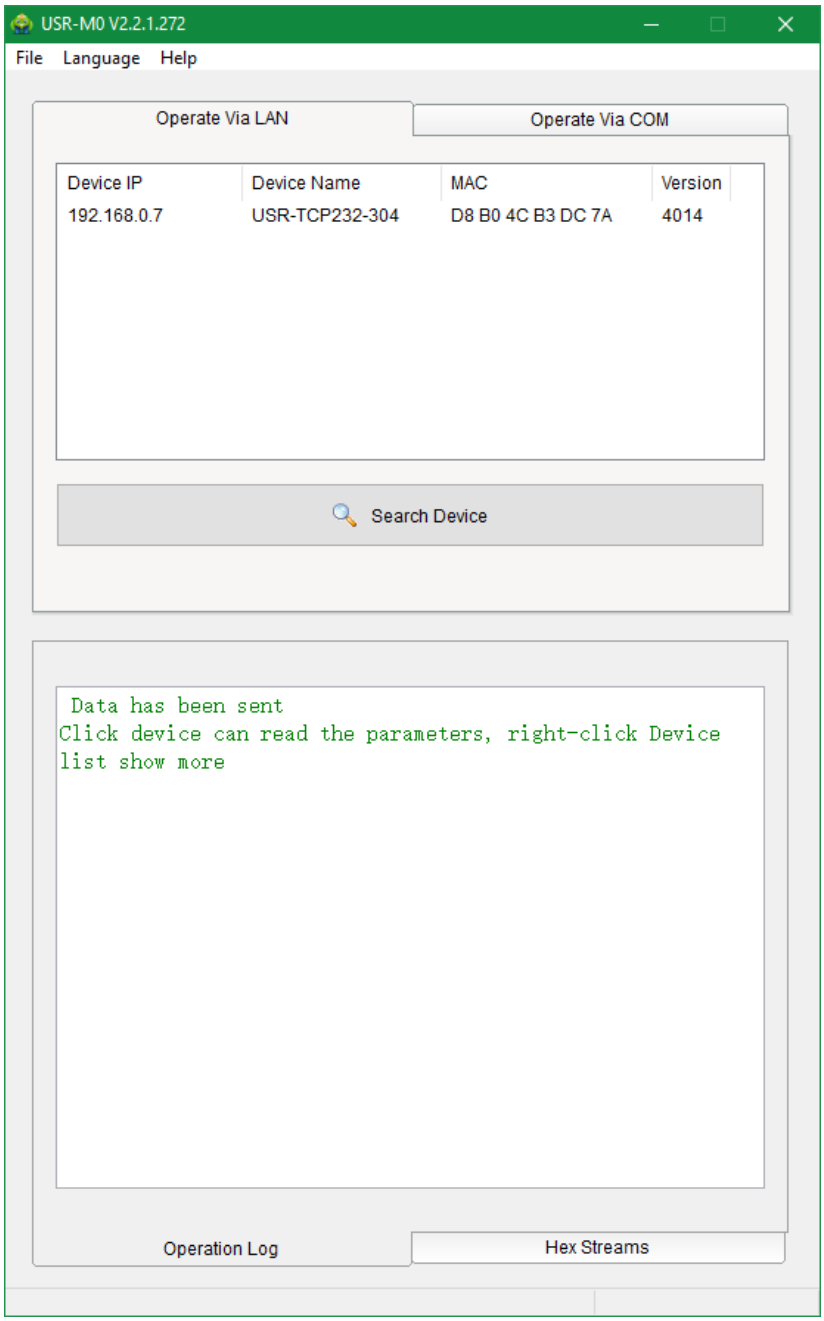

Рисунок 5.2.
4. Нажать кнопку **«Search Device»**. На экране отобразится окно с подключенным устройством, приведенное на рис.5.2.